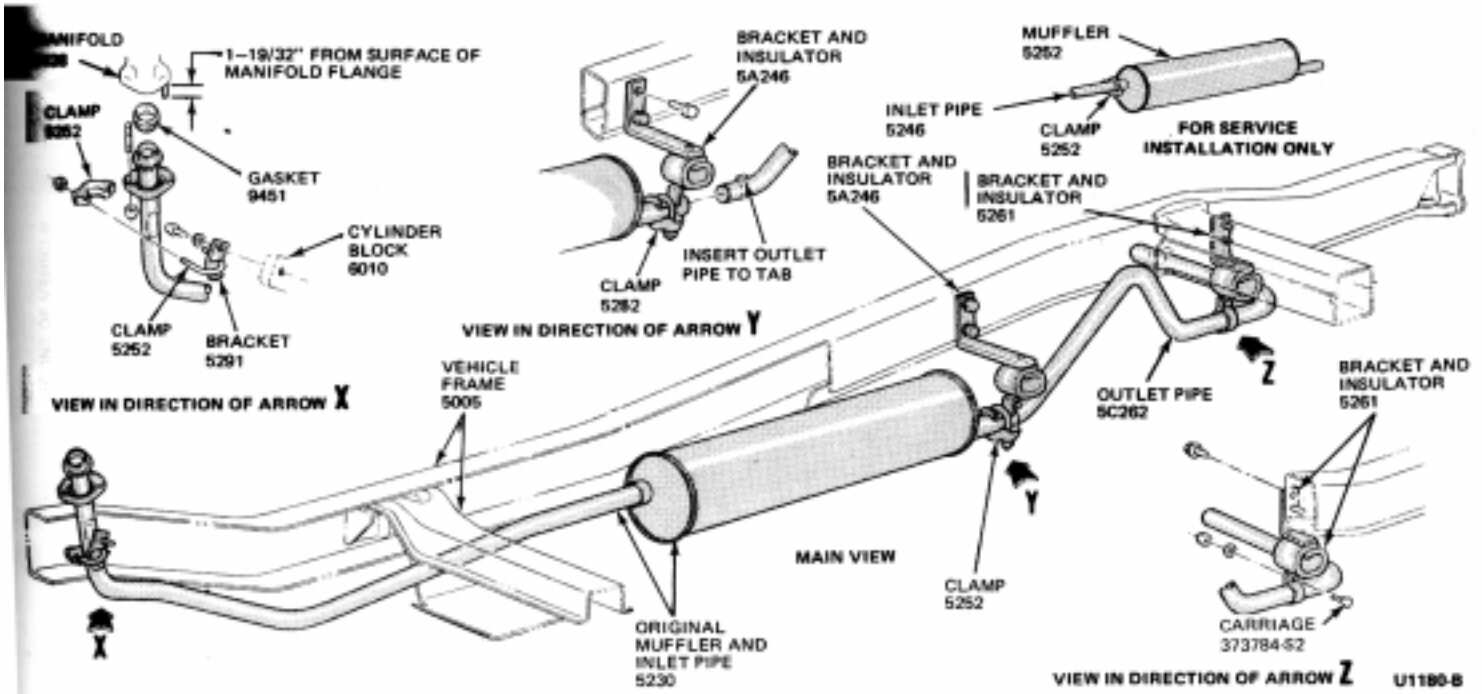

FIG. 2 Bronco Six-Cylinder Exhaust System
2. Loosen the clamps securing the muffler and outlet pipe to the support brackets (Fig. 2).